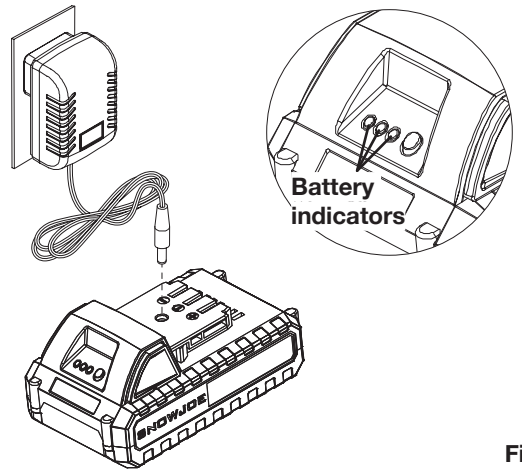

Fig. 2
2. Check that the mains voltage is the same as that marked on the rating plate of the battery charger. Then plug the charger into an appropriate AC power outlet. Connect the charger plug to the charging socket of the battery to start charging (Fig. 2).